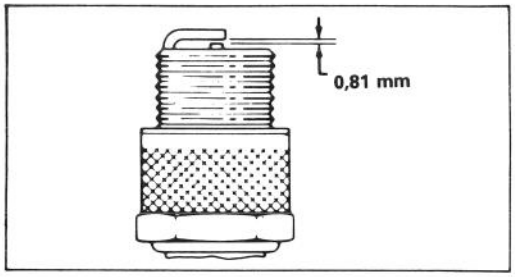

Afbeelding 12
3. Zet de luchtopening op 0,81 mm (Afb. 12). Installeer de bougie en pakk ngszegel correct en draai de bougie stevig vast tot 13,6 N-m.